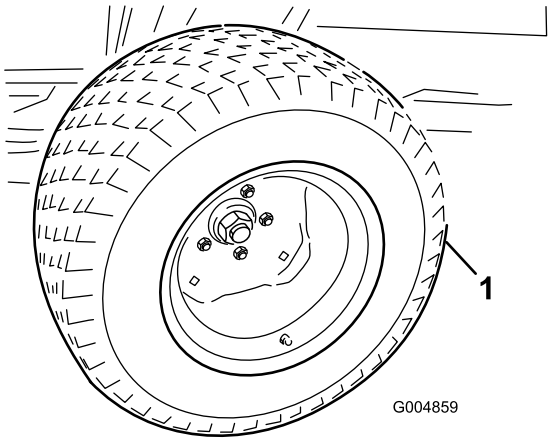

Figur 48
11. Med vinterstellet mod bagstellet hæves donkraften nok til at fjerne sommerdrivdækkene (Figur 48).